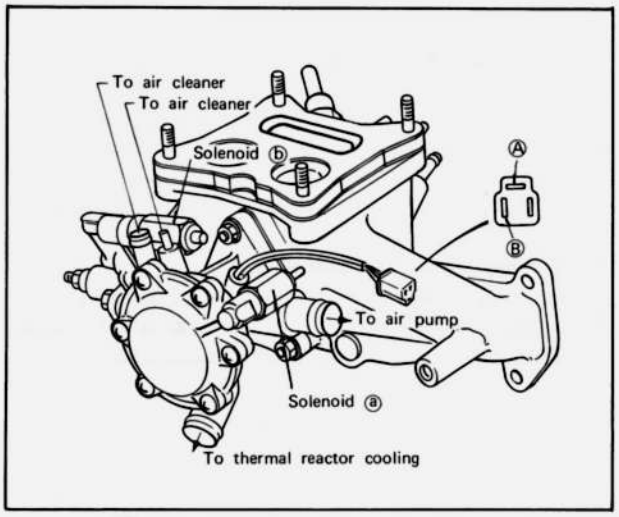

Fig. 1B–7 Checking solenoid
2. To check each solenoid for operation, connect each terminal in the coupler (to solenoids) to the battery as shown in Fig. 1B–7.